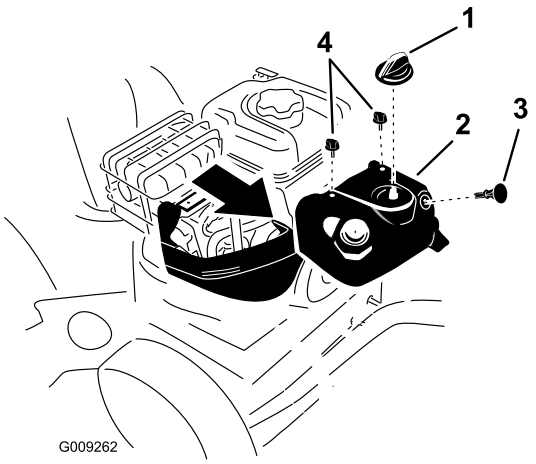

Figur 51
Obs: För att komma åt tändstiftet måste du först ta bort den övre snökåpan (Figur 51).
1. Ta bort chokereglaget och tändningsnyckeln (Figur 51).
2. Ta bort de två skruvarna som fäster den övre snökåpan på snöslungan (Figur 51).